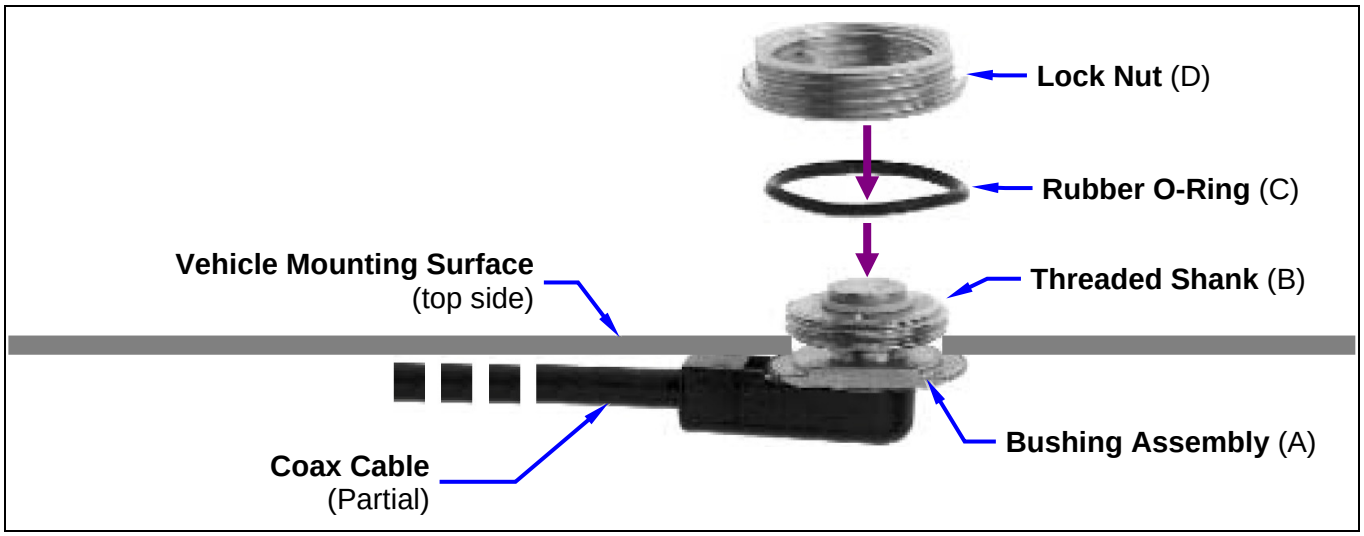
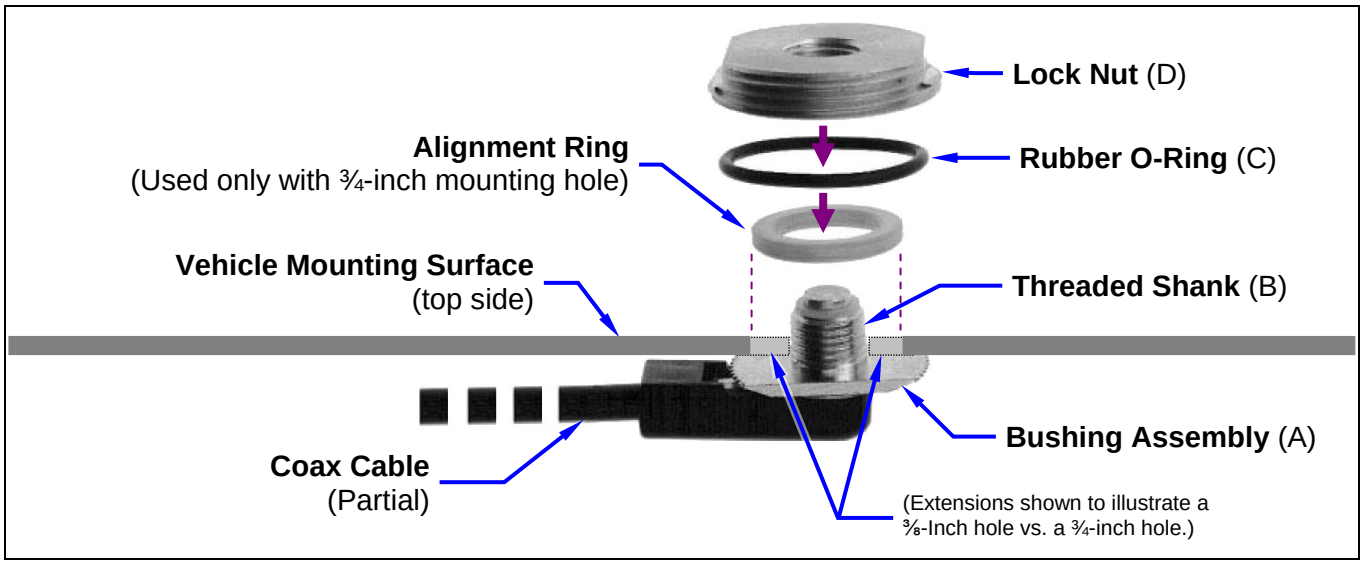

**Figure 7-2: Installing a Standard ¾-Inch NMO Antenna Mount (e.g., AN-125001-001 or AN-125001-002)**
**Figure 7-3: Installing AN-125001-003 or AN-125001-004**
11. As illustrated in Figure 7-2 and Figure 7-3, add the O-ring (C) and lock nut (D) to the top of the mount's bushing assembly (A). With the O-ring in the groove in the underside of the lock nut, thread the lock nut onto the bushing assembly. Be sure the O-ring remains in the groove before tightening the lock nut.
2. Place the gasket included with the antenna element (not pictured in Figure 7-2 or Figure 7-3) around the mount and against the surface of the vehicle. If lubricant or sealant was included with the gasket, apply it to the gasket before placing the gasket.